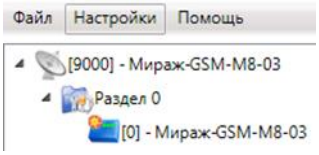

Рис. 11.11. Вход в меню *Настройки*
1. В основном окне программы войдите в меню *Настройки* (рис. 11.11).